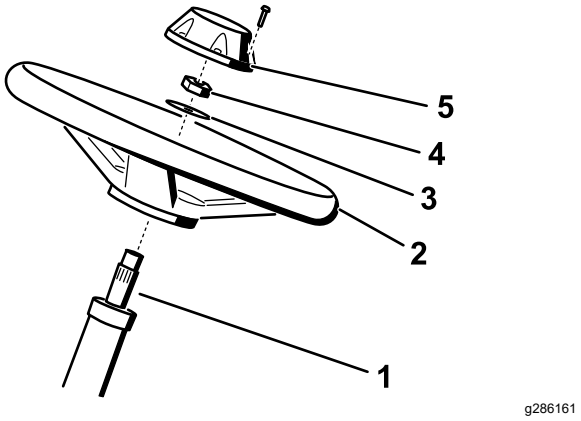

Figura 6
1. Aplique compuesto antiadherente a la columna de dirección (tal y como se muestra en la Figura 6).
2. Instale el volante en la columna de dirección con la arandela y la contratuerca (Figura 6).
4. Instale el tapón en el volante (Figura 6).